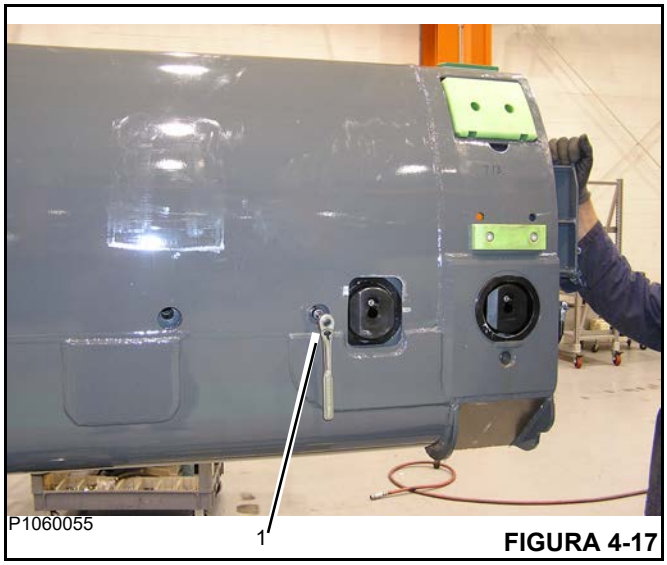

FIGURA 4-17
2. Desbloquee los pasadores de sección de la sección 2 por medio de los tornillos de fijación (1) (Figura 4-17) para liberarlos de los recortes en la sección 1.
2. Desbloquee los pasadores de sección de la sección 3 por medio de los tornillos de fijación para liberarlos de los recortes en la sección 2 (Figura 4-17).